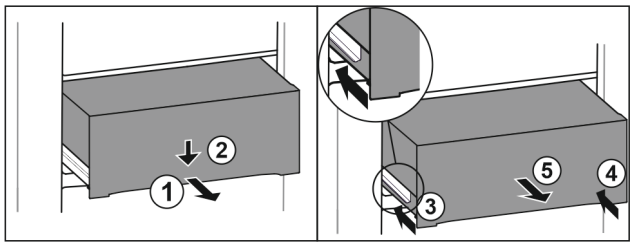

Fig. 191
- ▶ Extrageți pe jumătate sertarul. *Fig. 191 (1)*
- ▶ Apăsați în jos sertarul pe partea frontală. *Fig. 191 (2)*
- ▶ Inserați șina stângă aproximativ 2 cm. *Fig. 191 (3)*
- ▶ Inserați șina dreaptă aproximativ 2 cm. *Fig. 191 (4)*
- ▶ Extrageți sertarul spre înainte. *Fig. 191 (5)*